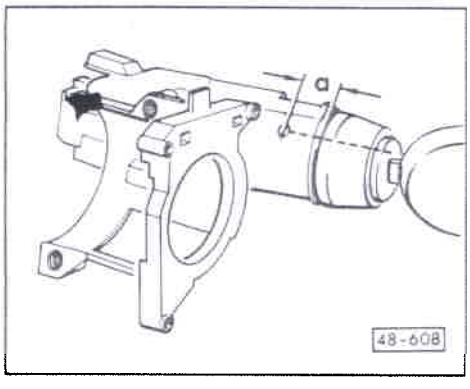

Fig. 3 Barillet : dépose et repose
- ♦ Contrôler la longueur = > fig. 3
◄ **Fig. 3 Longueur de la colonne de direction : contrôle**
- ♦ Le déposer pour déposer le boîtier d'antivol de direction => fig. 3